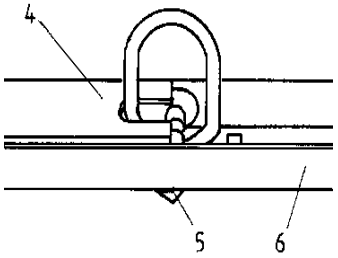

Abb. 5
- De spanhendel (4) wordt vergrendeld door de vergrendelingshendel (5) in de U-balk (6) (fig. 5). Als dit niet het geval is, druk dan de spanhendel (4) naar beneden totdat de vergrendelingshendel (5) onder de U-balk (6) grijpt.